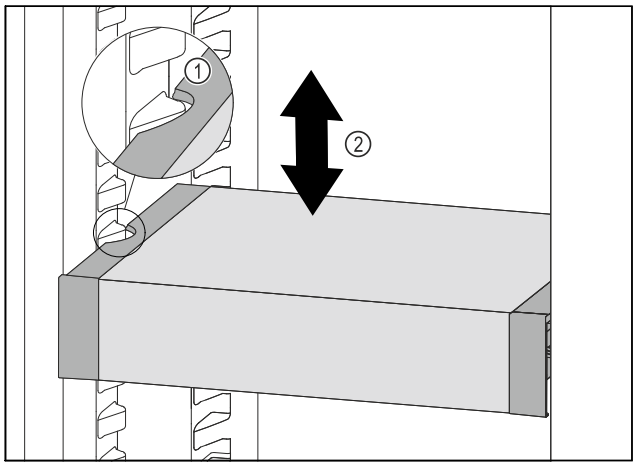

Fig. 214
▶ Pull VarioSafe forwards until the recesses in the side of the VarioSafe are at the level of the support rib in the refrigerator compartment. *Fig. 214 (1)*
▶ Move VarioSafe up or down in the refrigerator compartment until the desired height is reached. *Fig. 214 (2)*